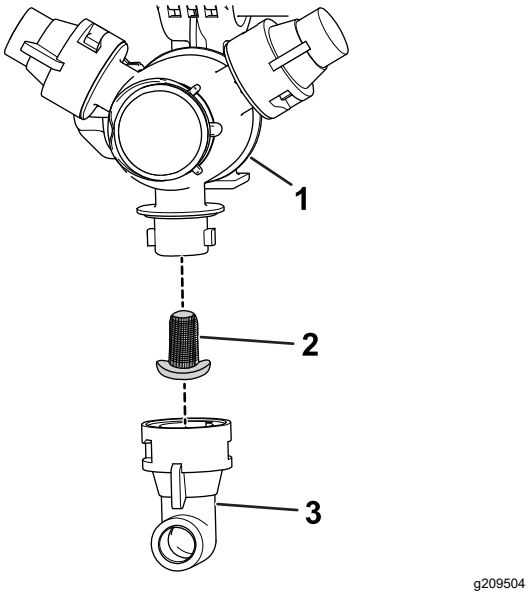

**Figura 32**
2. Remova o bico da torre de pulverização (Figura 32).
3. Remova o filtro do bico (Figura 32).
5. Instale o filtro do bico (Figura 32).
6. Instale o bico na torre de pulverização (Figura 32).